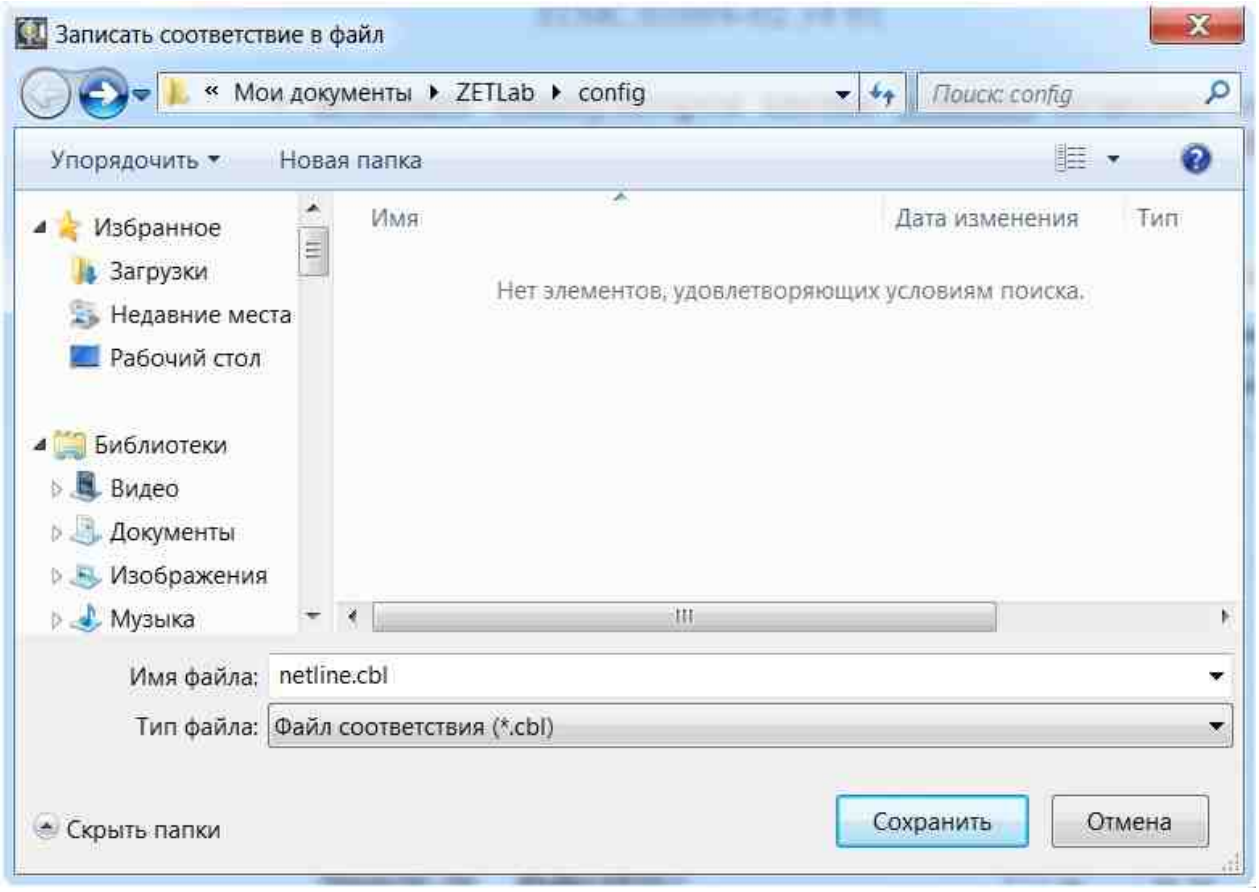

Рис. 3.8 Нажатие на кнопку «Сохранить» позволяет сохранить созданную таблицу в виде файла с расширением «.cbl»*
- нажатие на кнопку «Сохранить» позволяет сохранить созданную таблицу в виде файла с расширением «*.cbl» (*Рис. 3.8*);